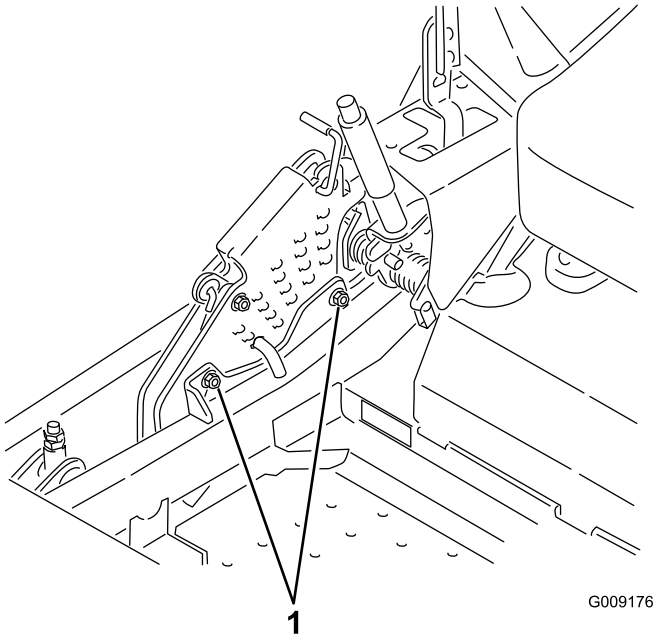

**Figure 87**
12. Pour régler le système monopoint, desserrez les deux boulons au bas de la plaque de hauteur de coupe (voir la Figure 87).
14. Serrez les deux boulons au bas de la plaque de hauteur de coupe (Figure 87). Serrez à un couple de 37 à 45 Nm.